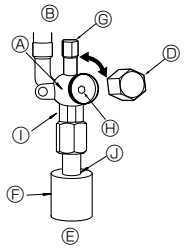
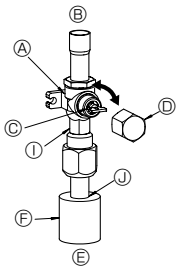

Fig. 4-6
Fig. 4-7
(1) Flüssigkeitsseite des Absperrventils (Fig. 4-6)
① Entfernen Sie die Kappe und drehen Sie die Ventilstange mit einem 4 mm-Sechskantschlüssel bis zum Anschlag gegen den Uhrzeigersinn. Hören Sie auf zu drehen, wenn der Anschlag erreicht ist.(Etwa 10 Umdrehungen)
② Sicherstellen, daß das Absperrventil vollständig offen ist, und die Kappe zurück in Ausgangsstellung drehen.
(2) Gasseite des Absperrventils (Fig. 4-7)
① Entfernen Sie die Kappe, ziehen Sie den Griff zu sich hin und drehen Sie zum Öffnen 1/4 Drehung gegen den Uhrzeigersinn.
② Achten Sie darauf, dass das Absperrventil vollständig geöffnet ist, drücken Sie den Griff hinein und schrauben Sie die Kappe wieder an der ursprünglichen Position auf.